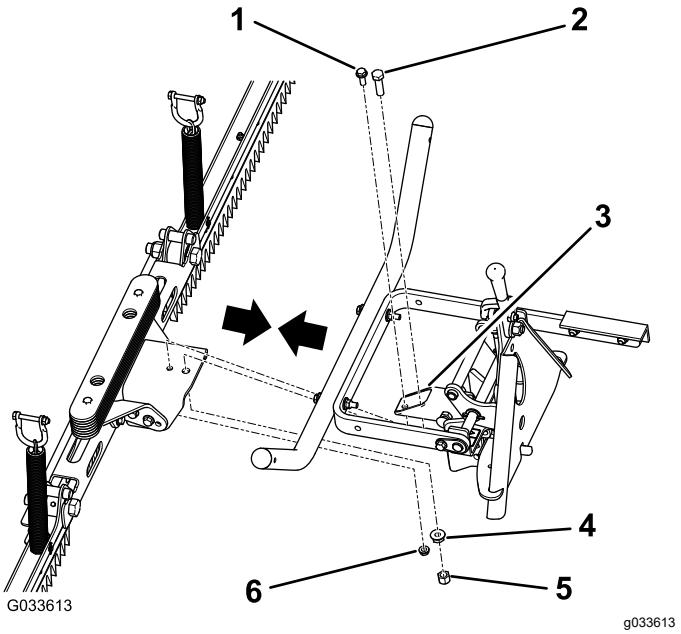

Bild 8
1. Fluchten Sie die zwei Löcher in der Halterung in der Mitte des Rechens mit den zwei Löchern im Anbauvorrichtungsrohr aus (Bild 8).